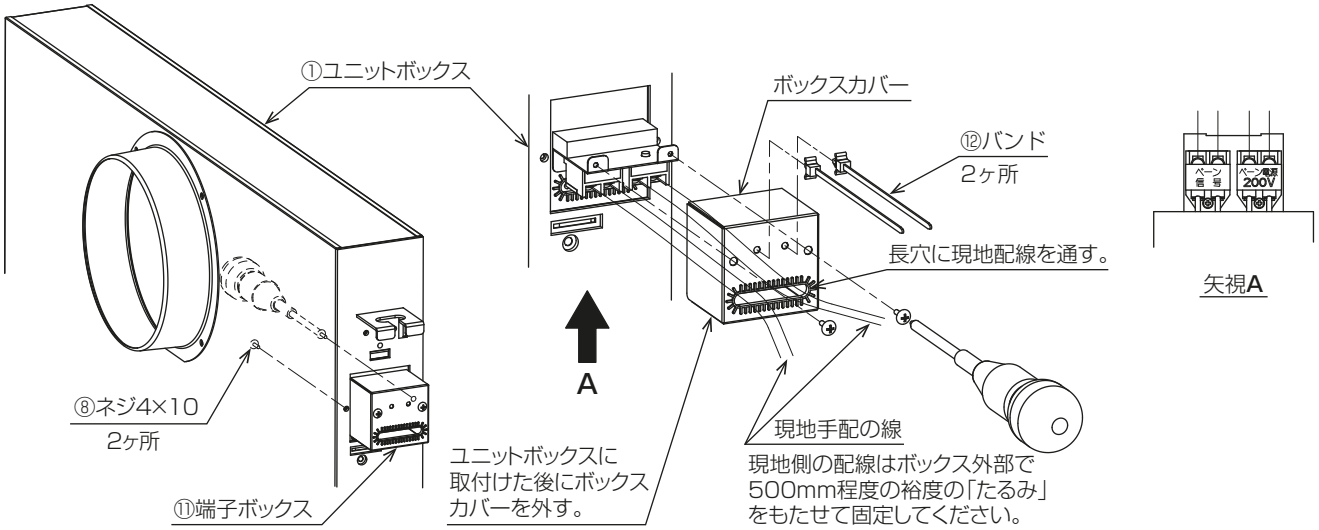

図 14
① 配線作業
- ②グリルのモーターカバー側の①ユニットボックス内部に、内側より⑪端子ボックスを差込みネジ止めしてください。（ネジ止め 2 ヶ所）（**図 14**）
- 室内ユニット本体に接続しました現地手配の線を⑪端子ボックスの内部の端子台にネジ止めしてください。線のネジ止めは**図 14** に示すとおりに行ってください。